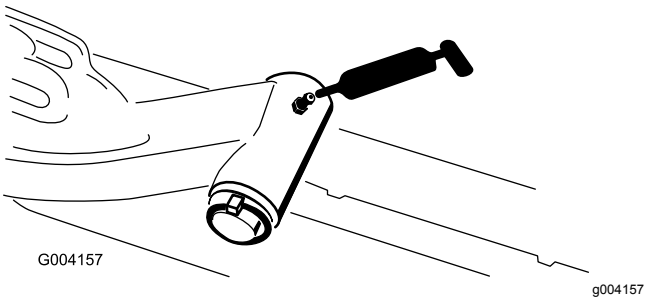

Figur 65
- Lyftarmens svängaxel (1 var) (Figur 65)